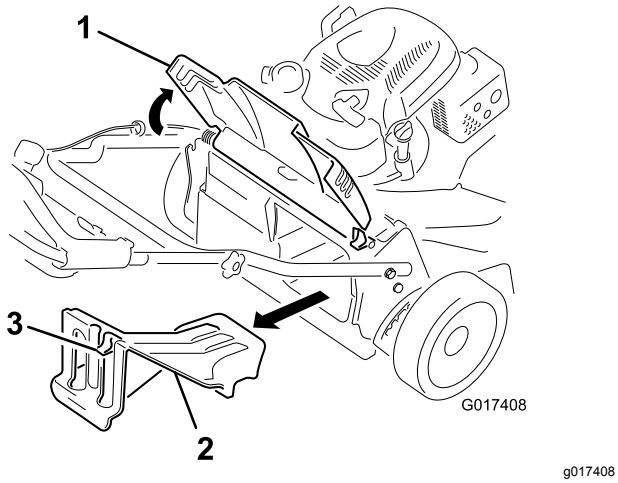

Figur 26
1. Løft bagpladen, og hold den oppe (Figur 26).
2. Fjern bagudblæsningsdækslet ved at trække låsen nedad med din tommelfinger og trække dækslet ud af maskinen (Figur 26).